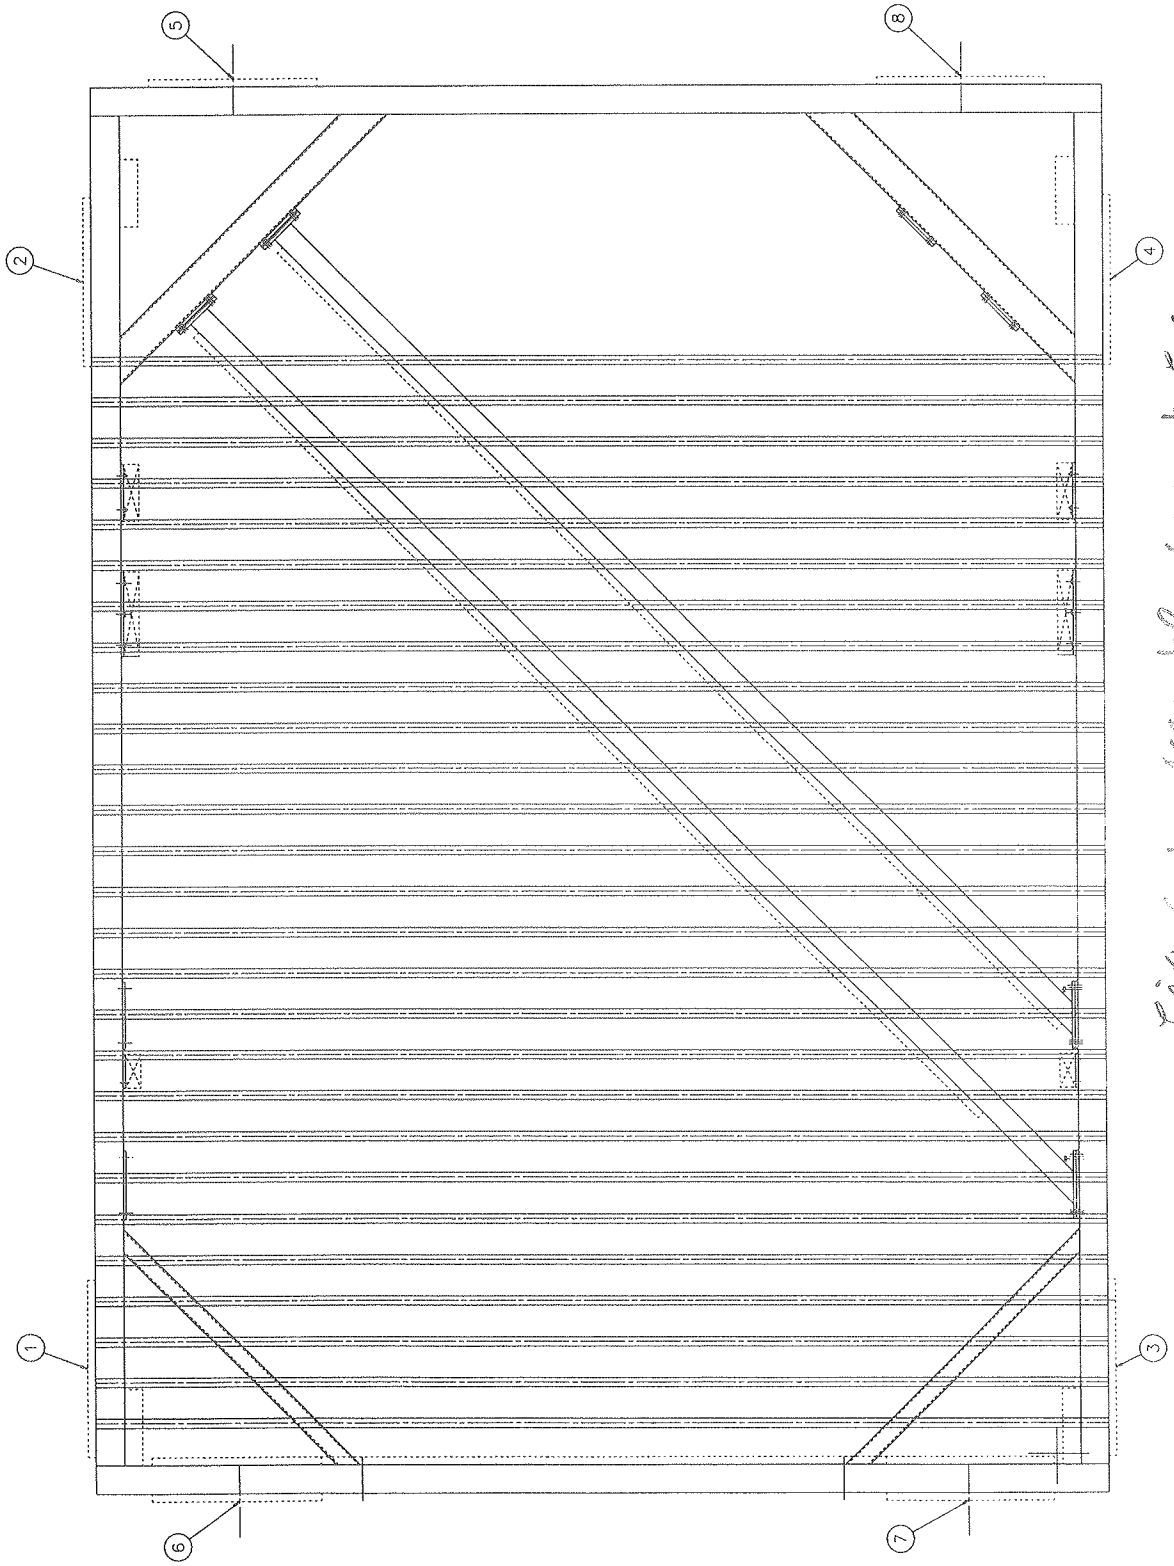

Fig 6.1. Assembly Layout For B/C Strong back Lifting Frame.
Install adjustable lifting lug plates (4) to the locations #1, #2, #3 and #4 as showing in Fig 6.1 of Page 6.1 and Fig 6.2 of Page 6.2.
Install Four $\frac{3}{4}$-10 Hoist Ring with work load limit 7,000 lbs for each Hoist Ring to the Adjustable lifting lug plate @ the locations of #1, #2, #3 & #4 Respectively as showing in Fig 6.1 & Fig 6.2. Tighting mounting screw per stamped Torque value.
Install adjustable lifting lug plates to the locations #5, #6, #7 & #8 as showing in Fig 6.1 of Page 6.1. Repeat the similar steps As step 1 to step 4 for locations #6 & #7, #5 & #8 load test respectively.